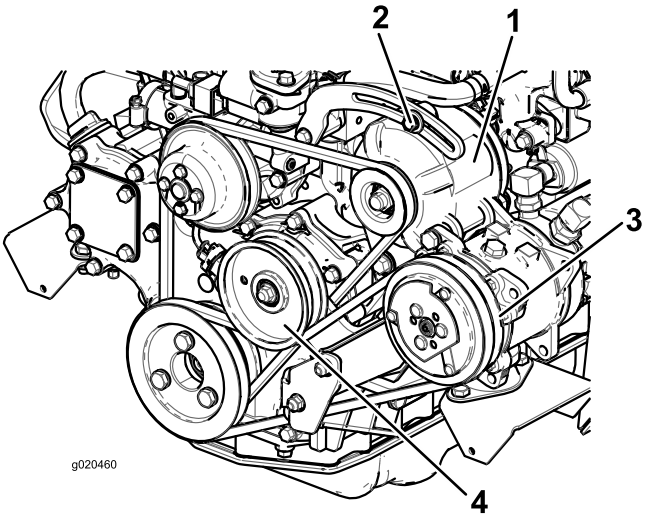

Figur 69
Kontrollera remmens skick och spännkraft (Figur 69) var 100:e körtimme.
2. Om nedböjningen inte är 10 mm lossar du generatorns fästbultar (Figur 69). Öka eller minska generatorremmens spännkraft och dra åt skruvarna. Kontrollera remmens nedböjning igen för att säkerställa att spännkraften är korrekt.
2. Om nedböjningen inte är 10 mm ska du lossa mellanremskivans fästbult (Figur 69). Öka eller minska kompressorremmens spänning och dra åt bulten. Kontrollera remmens nedböjning igen för att säkerställa att spännkraften är korrekt.